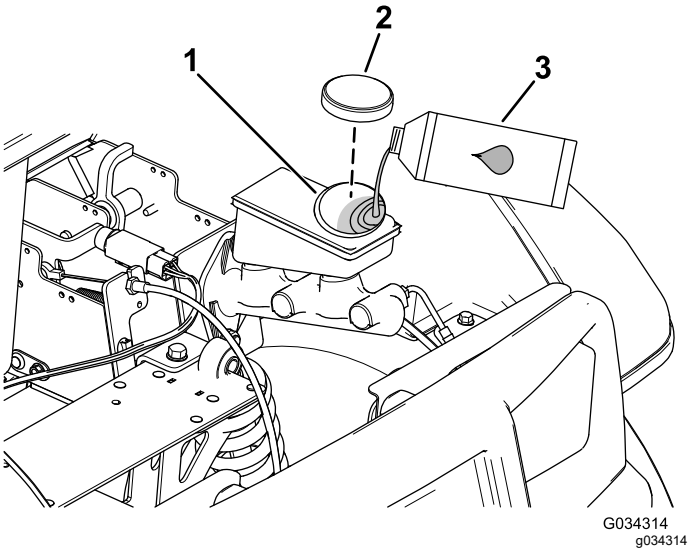

**Figur 53**
2. Løft motorhjelmen for at få adgang til hovedbremsecylinderen og beholderen (Figur 53).
A. Rengør området omkring beholderdækslet, og tag dækslet af (Figur 53).
C. Sæt beholderens dæksel på (Figur 53).